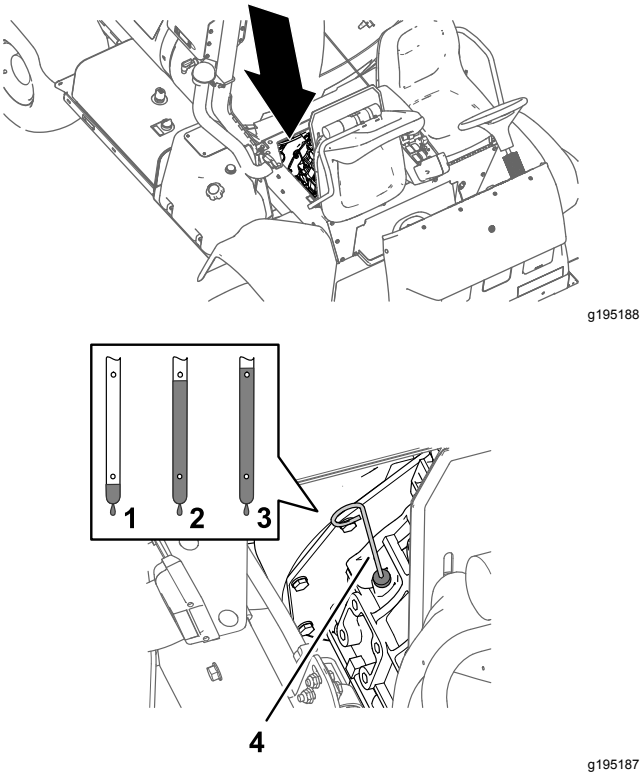

Figur 70
2. Ta ut oljestickan, som sitter under passagerarsätet, och torka av den med en ren trasa (Figur 70).